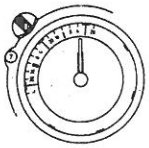

Bild 7
4. Zeitring gemäß Bild 7 bei entsprechendem Wochentag (I = Montag, II ≙ Dienstag ...) bei Oh aufstecken.